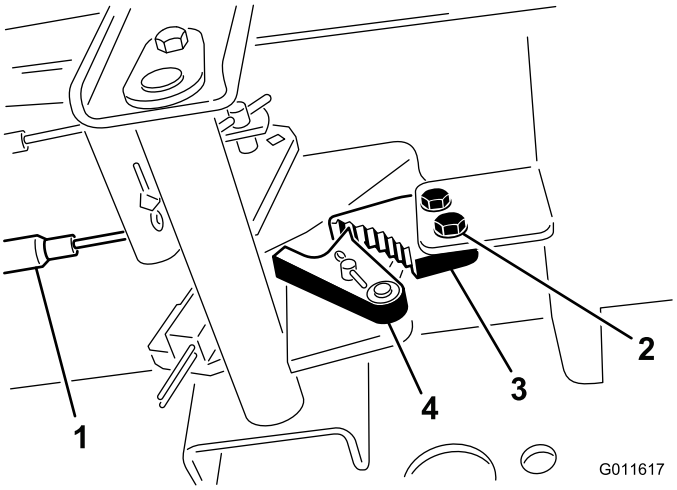

Figur 44
1. Løsn de 2 skruer, der fastgør parkeringsbremsepalen på stellet (Figur 44).
2. Tryk parkeringsbremsepedalen frem, indtil parkeringsbremselåsen kobler helt ind på bremsepalen (Figur 44).